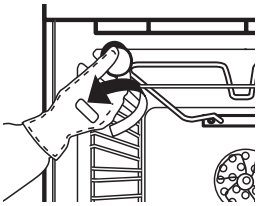

Abb. 5
2. Schrauben Sie die Lampenabdeckung ab (Abb. 5). Wechseln Sie die Glühlampe aus (bezüglich des Typs siehe nachstehenden Hinweis) und schrauben Sie die Lampenabdeckung wieder auf.